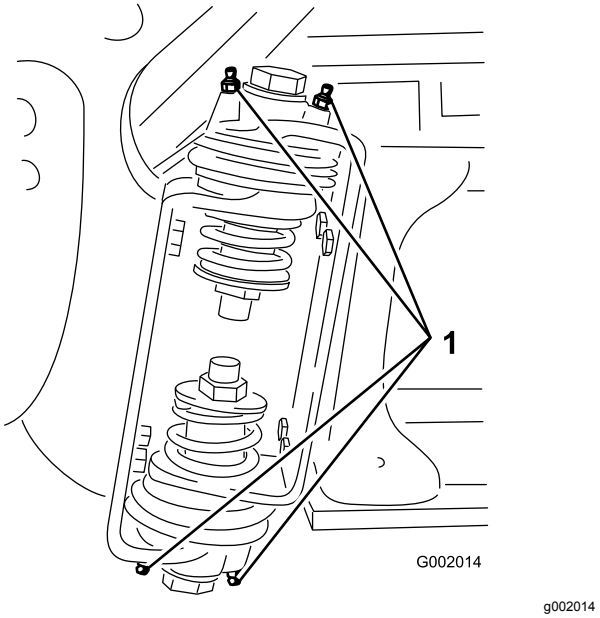

Рисунок 64
2. Закачайте консистентную смазку в подшипник или втулку через каждую масленку (Рисунок 64).